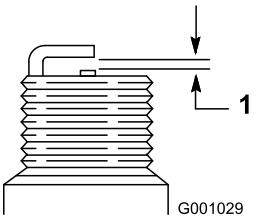

Rysunek 51
4. Ustaw przerwę między elektrodami na nowej świecy na 0,76 mm (Rysunek 51).